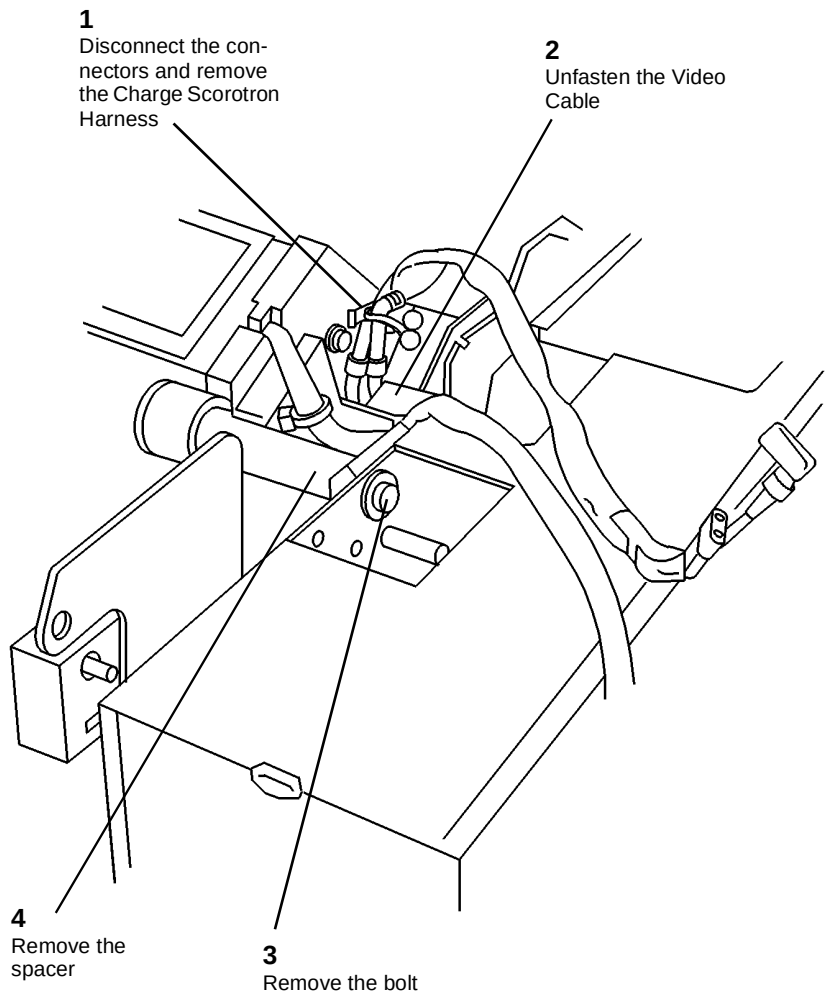

**Figure 10 Preparing to Remove the Image Module Assembly (View looking at the Rear from the Right Side)**
16. (Figure 10): Continue to pull the Video Cable through the hole after releasing it from the cable guides.